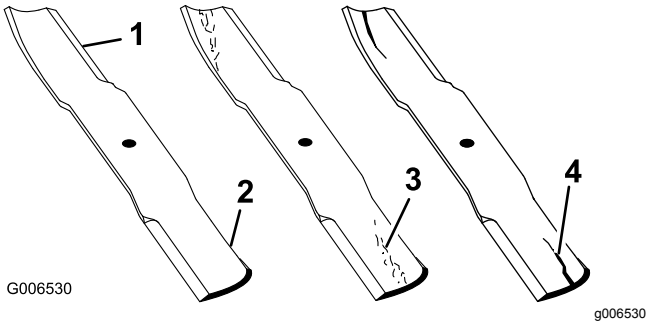

Figur 87
1. Efterse skærekanterne (Figur 87).
skal der straks monteres nye skæreknive (Figur 87).